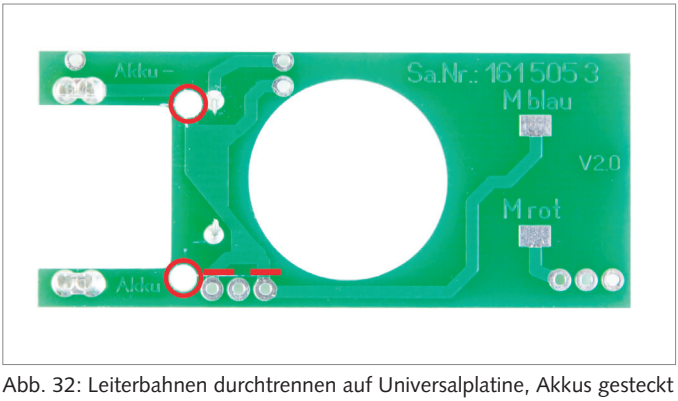

Abb. 32: Leiterbahnen durchtrennen auf Universalplatine, Akkus gesteckt
- Durchtrennen Sie auf der Oberseite der Universalplatine zwei der Leiterbahnen mit einem Bastelmesser entsprechend Abb. 32.
- Durchbohren Sie auf der Unterseite der Universalplatine die Leiterbahnen mit einem Bohrer oder Stabfräser entsprechend Abb. 32.